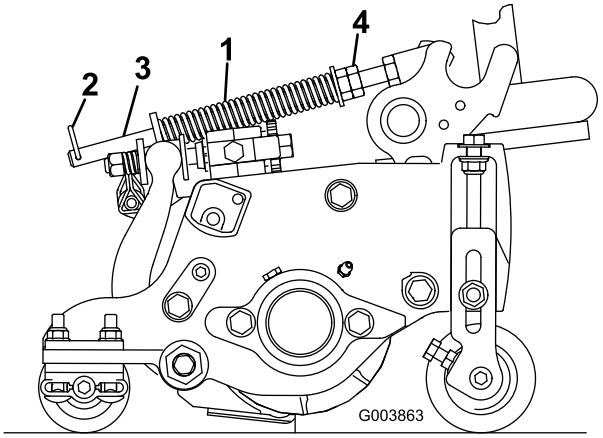

Figuur 15
De gazoncompensatieveer (Figuur 15) zorgt ervoor dat het gewicht van de voorste naar de achterste rol wordt verplaatst. (Dit voorkomt dat er een golfpatroon in de grasmat ontstaat, ook wel bekend als 'bobbing'.)
1. Monteer de borgpen in de achterste opening in de veerstang (Figuur 15).
2. Draai de zeskantige moeren op het voorste uiteinde van de veerstang vast totdat de lengte van de samengedrukte veer 12,7 cm bedraagt op de Reelmaster 5410-maaidekken van 12,7 cm of 15,9 cm op de Reelmaster 5510- en 5610-maaidekken van 17,8 cm (Figuur 15).